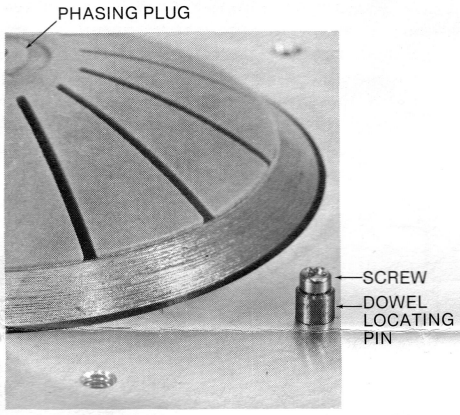

Figure 11. Adjustable Dowel Locating Pin
7. *Loosen* securing screw of each of two adjustable dowel locating pins until pins move freely (see Figure 11).